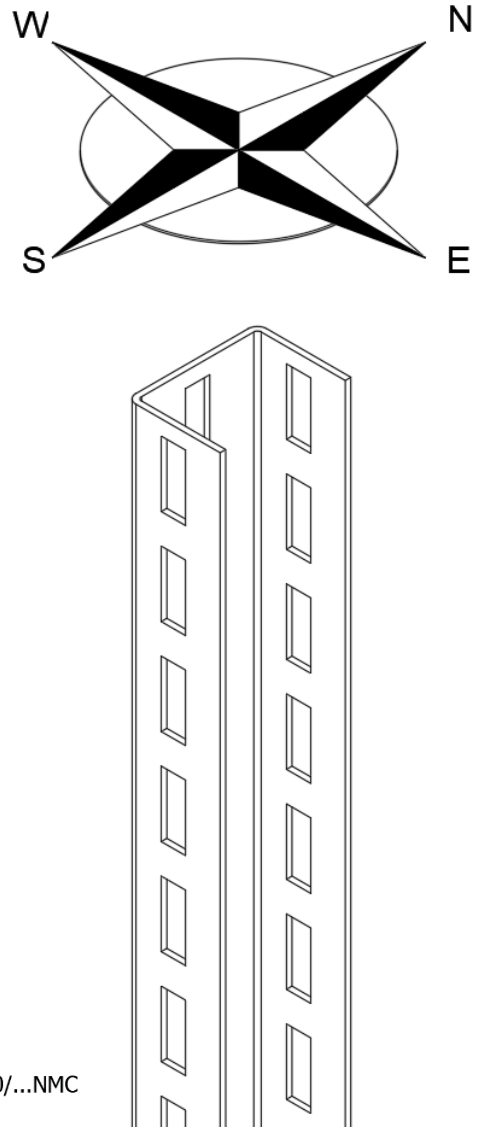

Рис. 6. Орієнтація опорних стійок
2) Встановити **основи PCS70** на загвинчені ґрунтові гвинти., з урахуванням їхньої орієнтації відносно сторін світу, наведеної на **рис. 6**.
3) Закріпити опорні стійки **CT70H50/…NMC** і **CWT70H50/…NMC** до основ **PCS70** (деталь 1), з урахуванням їхньої орієнтації відносно сторін світу, наведеної на **рис. 6**.